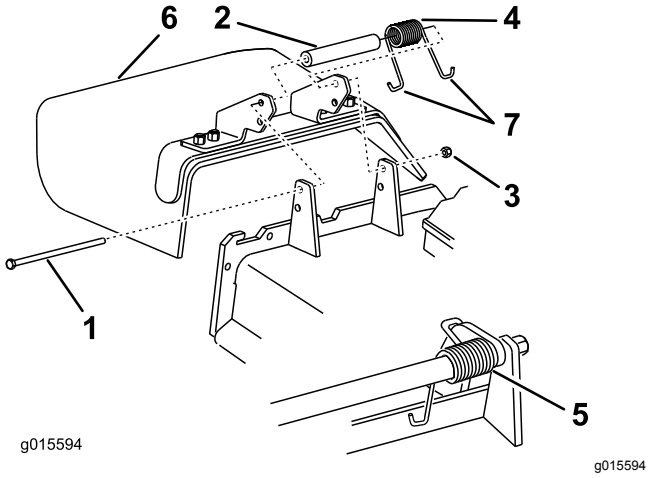

Figur 107
1. Fjern låsemøtrikken, bolten, fjederen og afstandsbøsningen, som fastholder græsdeflektoren til akselbeslagene (Figur 107).
2. Fjern den beskadigede eller slidte græsdeflektor (Figur 107).
Bemærk: Sørg for, at fjederens ene **J**-formede ende sidder bag skjoldets kant, før bolten monteres som vist i Figur 107.
6. Placer en af fjederens **J**-formede ender omkring græsdeflektoren (Figur 107).